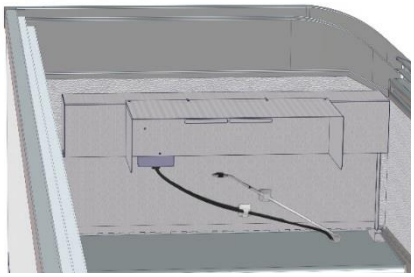

Рис.15 Крышка вентилятора
7. При необходимости очистите крышку вентилятора (см. Рис. 15). Для этого откиньте ее кверху и осторожно очистите влажной тканью прилегающие поверхности.